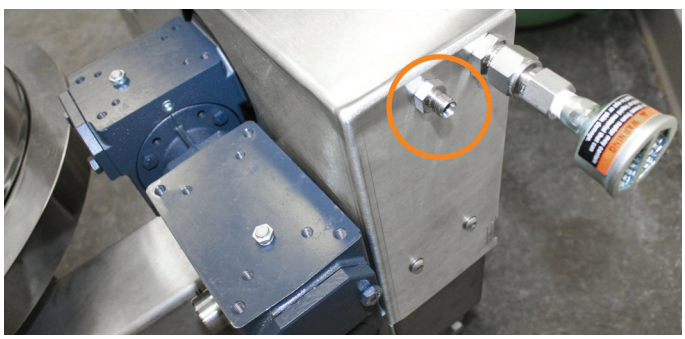

Figure 17. The hoist air inlet (PRR-02).
- **Hoist:** Connect a compressed air supply to the hoist air inlet (see Figure 17). Set the pressure to a maximum of 100 psig (6.9 bar). Note that the actual air pressure supplied internally to the hoist motor is factory-set to approximately 30 psig (2.1 bar) to ensure hoist safety. For safety reasons, this internal setting must not be changed.